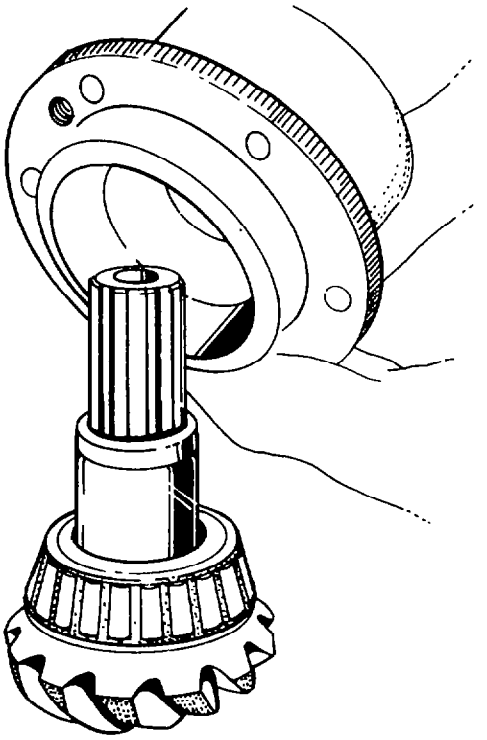

Fig. 282 — Removing Pinion Shaft Housing Assembly
h. Lift the housing assembly clear of the bevel pinion shaft (see fig. 282) and remove the front bearing cone from the housing assembly.